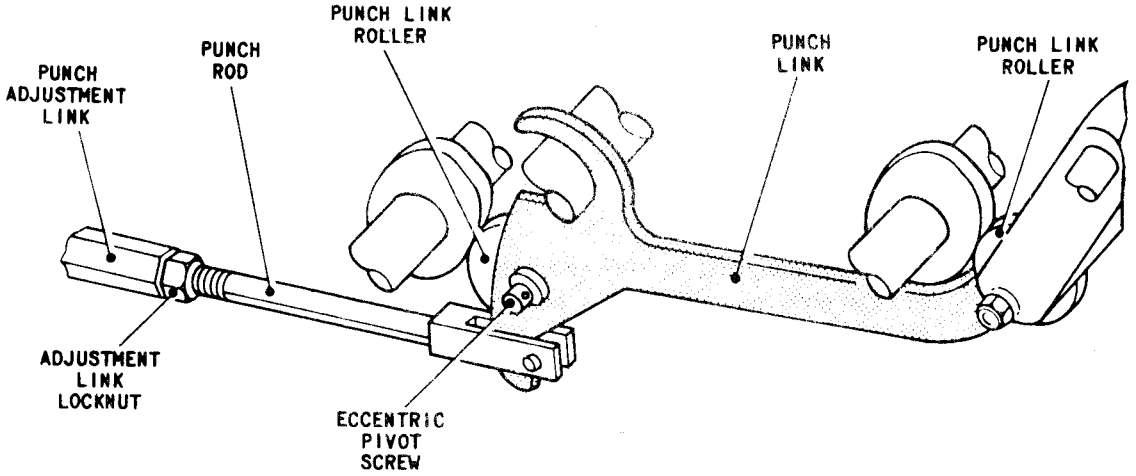
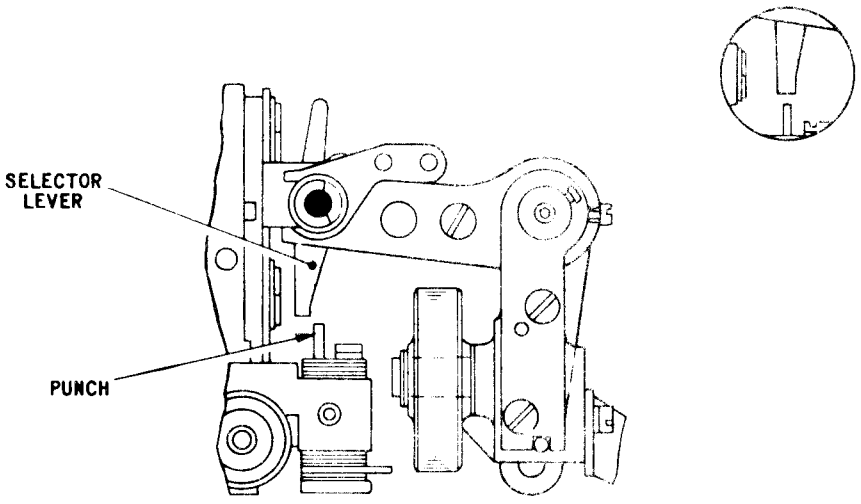
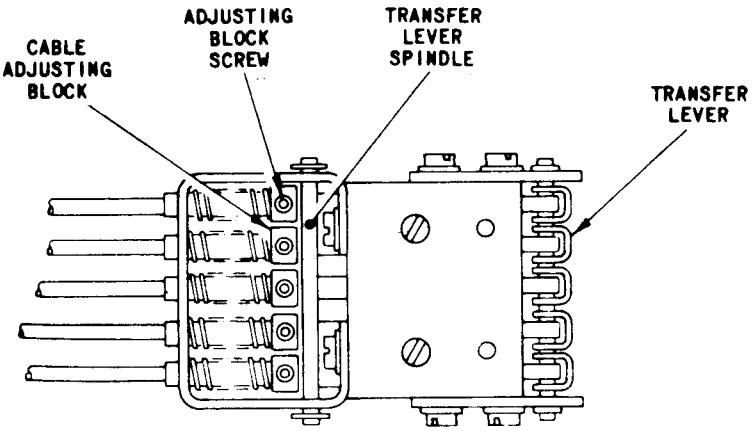

FIG.L.7 PUNCH LINK MECHANISM
FIG.L.8 PUNCH SELECTOR MECHANISM
FIG.L.9 SELECTOR CABLES
5.1 With the machine in the rest position, check that the two punch link rollers, Fig.L.7, are touching their respective cams.
6.1 With the machine in the rest position, check that the endwise movement of the punches, Fig.L.8, is between ·003 - ·030 in. Check also that all the slack movement in the punch rod, Fig.L.7, is taken up by the punch retraction spring.
6.2 To adjust, slacken the locknut securing the punch adjustment link and unscrew the link until it is slack and the punches, Fig.L.8, have little or no endwise movement. Slowly retighten the link, Fig.L.7, until the slack is just taken up and then tighten by a further half-turn. Secure the link in this position with its locknut.
7.1 With the machine in the rest position, check that the selector cable adjusting blocks, Fig. L.9, are located against the transfer lever spindle. Depress the letter 'T' Key or, if the machine has no Keyboard, set up the letter 'T' combination (SSSSM) on the pins. Lift the translator clutch abutment and turn the machine by hand through approximately half a revolution of the translator camshaft and check that the fifth element punch selector, Fig.L.8, just covers its punch, as shown in the inset.
7.3 To adjust, slacken the socket-headed grub screw in the appropriate cable adjusting block, Fig.L.9, and slide the corresponding cable sleeve in or out until the cable is correctly adjusted. Tighten the screw.
7.4 With the machine in the rest position and the All Space code (SSSSS) set up on the pins, lift the translator clutch abutment and turn the machine by hand until the selector levers, Fig.L.8, have moved to the limit of their excursion towards the front of the machine. Check that the levers are now clear of their punches by approximately ·030 in. This ensures that the selector cables are moving freely.